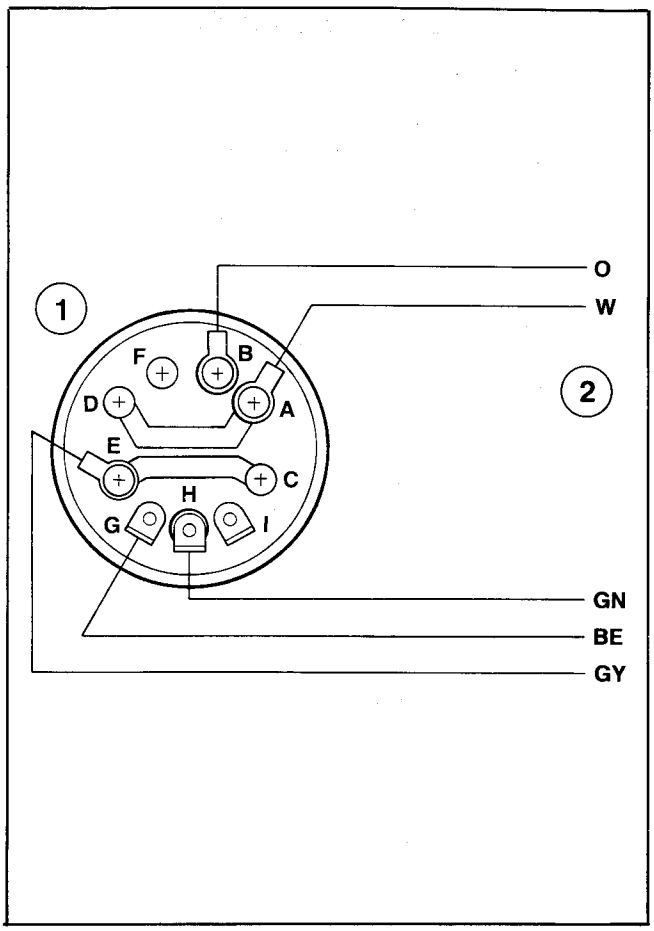

Figure 82 – Color Code For Wiring Key Switch
b. Color codes for wiring switch are shown in Figure 82.